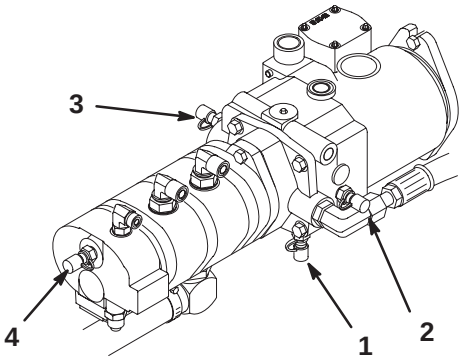

Figure 61
4. Test Port “D” is located on the bottom of the hydrostatic transmission (Fig. 61) and is used to measure the charge pressure of the transmission.
5. Test Port “E” is used to measure traction forward pressure (Fig. 61).
6. Test Port “F” is used to measure traction reverse pressure (Fig. 61).
7. Test Port “G” is used to measure steering circuit pressure (Fig. 61).